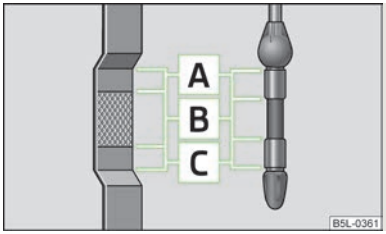

Fig. 100
The dipstick indicates the level of oil in the engine » Fig. 100.
- The oil level must on no account extend beyond the range A » Fig. 100. Risk of damaging the exhaust system!